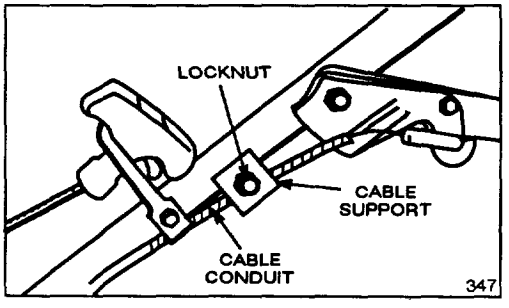

Figure 23
3. ADJUST CABLE CONDUIT—Loosen locknut on cable support (Fig. 23). Insert 1/8"–3/16" object between brake lever and handle. Pull down on cable conduit until slack is removed. Then tighten locknut.